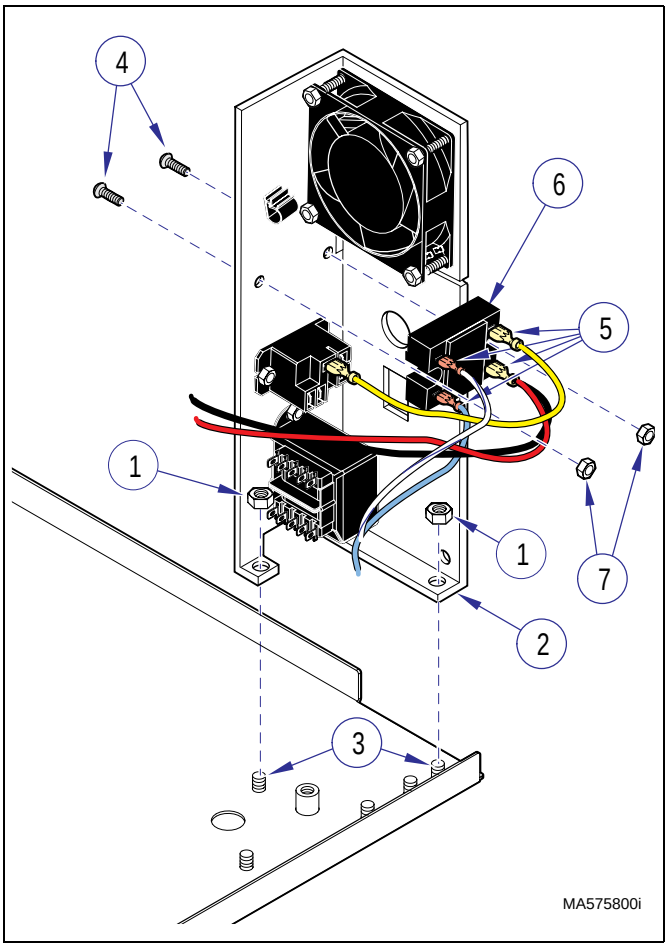

Figure 4-14. Solid State Relay
(1) Unplug power cord from outlet receptacle.
(2) Remove side and back panels (Refer to para 4.2).
(3) Remove two locknuts (1, Figure 4-14) and then lift power bracket assembly (2) off of two studs (3) and turn slightly so that two screws (4) can be accessed.
(4) Tag and disconnect four wires (5) from terminals of solid state relay (6).
(5) Remove two screws (4), locknuts (7), and solid state relay (6) from power bracket assembly (2).
(1) Apply thermal joint compound, to dissipate heat, to rear mating surface of solid state relay (6, Figure 4-14). Refer to Table 1-3, Special Tool List, for thermal joint compound.